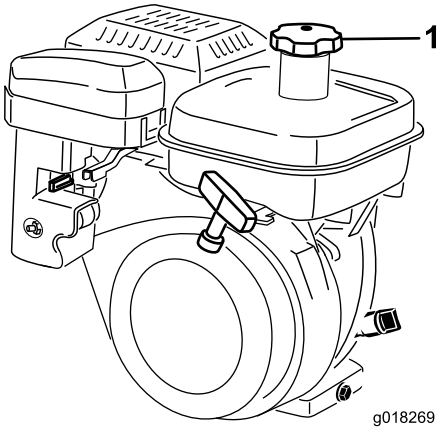

**Figur 20**
1. Rengjør rundt drivstofftanken, og ta av lokket (Figur 20). Bruk blyfri bensin og fyll drivstofftanken kun til bunnen av filterduken. Ikke fyll på for mye.